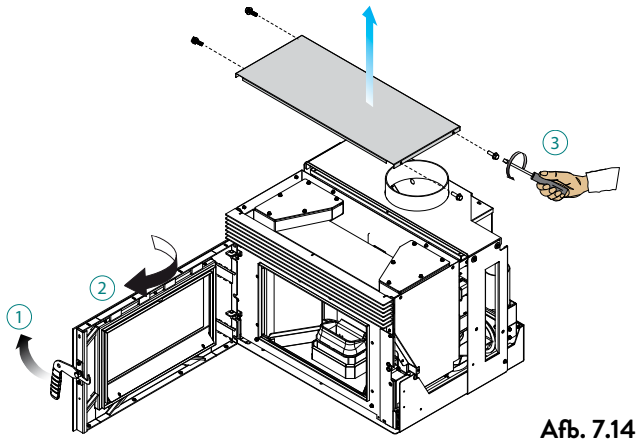

Afb. 7.14
A) De deur openen (1), het bovenpaneel verwijderen (2), de beide afdekplaatjes (3) losschroeven en verwijderen (Afb. 7.14)